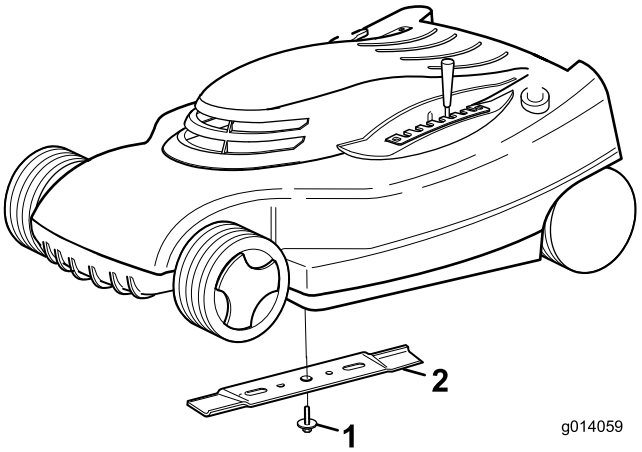

Рисунок 18
1. Возьмитесь за конец ножа (Рисунок 18) рукой в перчатке на толстой подкладке или через слой ветоши.